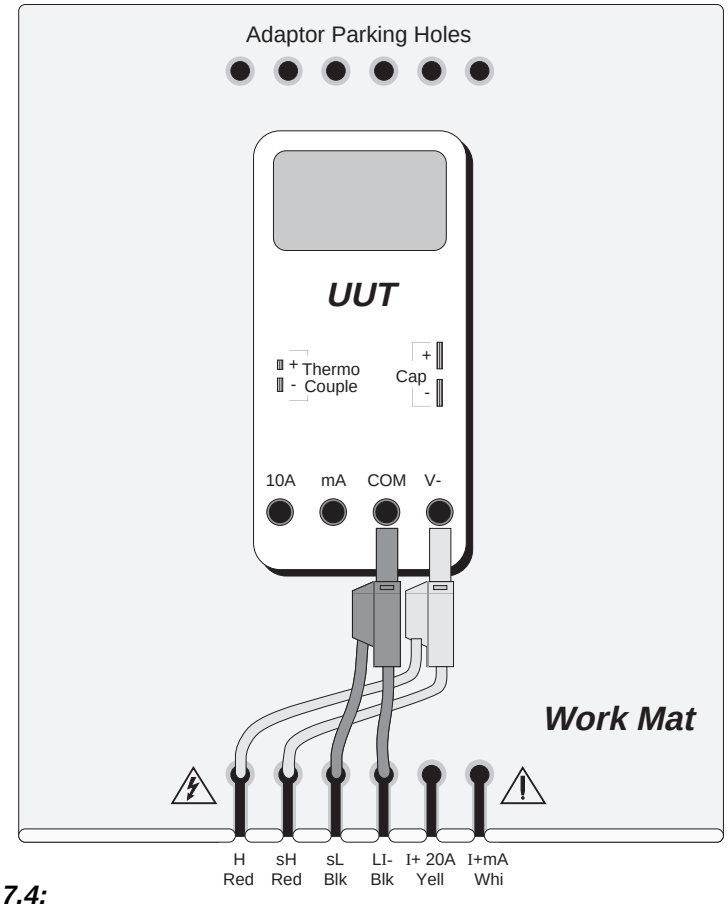

Fig. 4.7.4:
The general connection scheme for UUT calibration is illustrated in *Fig. 4.7.4*. The use of either 4-wire remote sensing at the UUT terminals, or 2-wire local sensing at the 9100 terminals, is served by the same connections from the 9105 at the work mat. Selection of 2/4-wire is carried out on the 9100 front panel.
1. **Connections** — Connect the 9100 to the UUT as shown in *Fig. 4.7.4*, and ensure that both instruments are powered ON and warmed up.